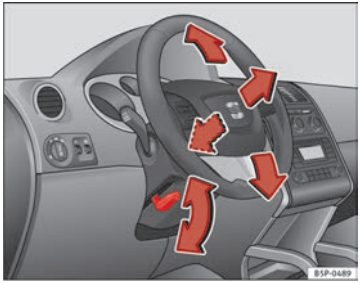

Fig. 133 Regolazione della posizione del volante
– Abbassare la leva ⇒ fig. 133 che si trova sotto il piantone dello sterzo ⇒ ⚠.